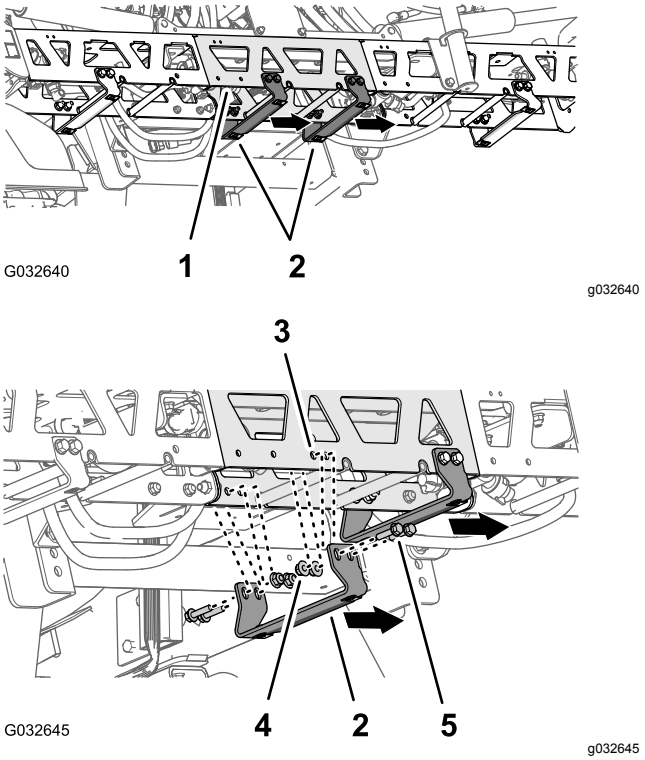

Figur 153
2. Ved udvidelsen til midtersprøjtesektionen findes de 2 par huller i den lodrette front på afstiverstellet med en hulafstand på 25 mm (Figur 153).
3. Ret hullerne i støttebeslaget (Toro-delnr. 131-3703-03) ind efter hullerne i udvidelsen til midtersprøjtesektionen, som du identificerede i trin 2, med beslagets brede flange til venstre. Se Figur 153.
4. Monter støttebeslaget på afstiverstellet (Figur 153) med 4 flangehovedbolte (⅜" x 1¼" – Toro-delnr. 110-5050) og 4 flangelåsemøtrikker (⅜" – Toro-delnr. 104-8301).